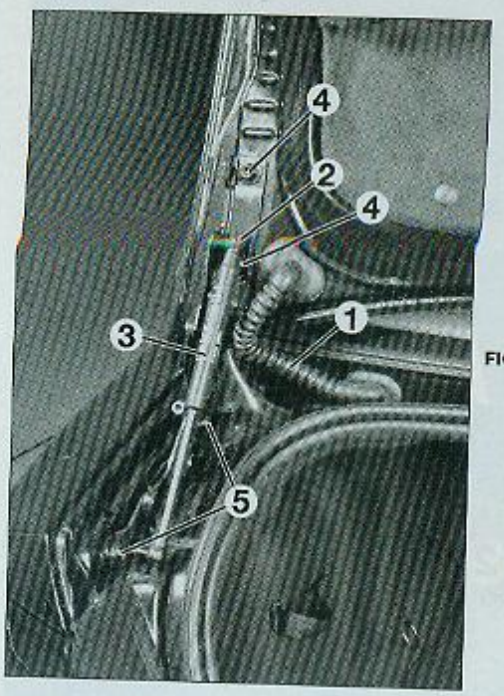

FIG. 56
• Déboîter le passe-câbles (1) de l'orifice de la malle et sortir le faisceau électrique **(Fig.56)**.